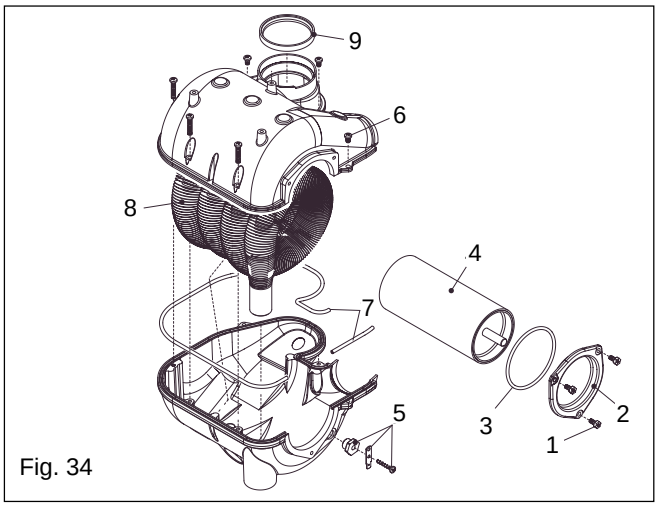

Fig. 34
**6.21A DISMANTLING THE LATENT HEAT COLLECTOR (see fig. 34)**